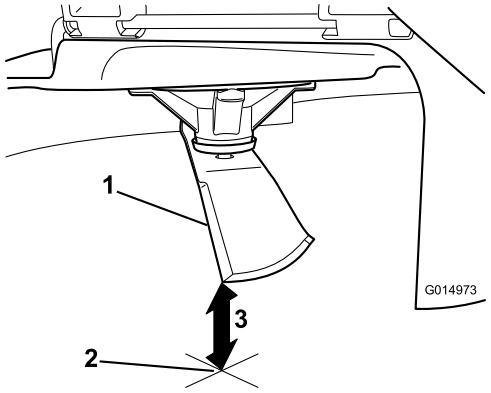

Figur 51
3. Mät från knivspetsen till den plana ytan (Figur 51).